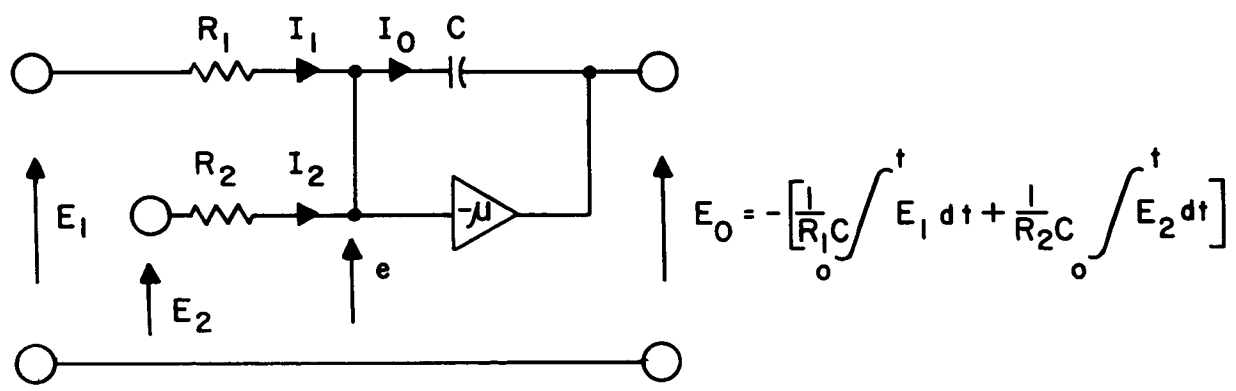

Figure 2-10. Integrating Amplifier
2-8.4. Figure 2-10 shows the amplifier connected as an integrating amplifier. Considering "e" to be 0 (see preceding derivation) the following relationships will be found to exist:
Equation (8) indicates that the output voltage of an amplifier connected as illustrated in Figure 2-10 consists of the sum of the integrals of the various input voltages divided by their respective network constants.